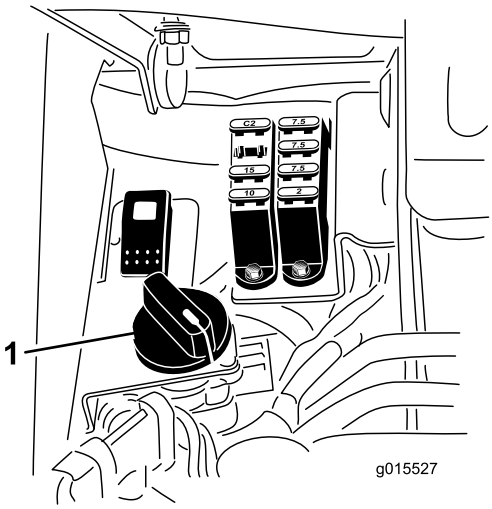

Figur 60
6. Drej hastighedsregulatoren til knivcylindre til indstillingen 1 (Figur 60).